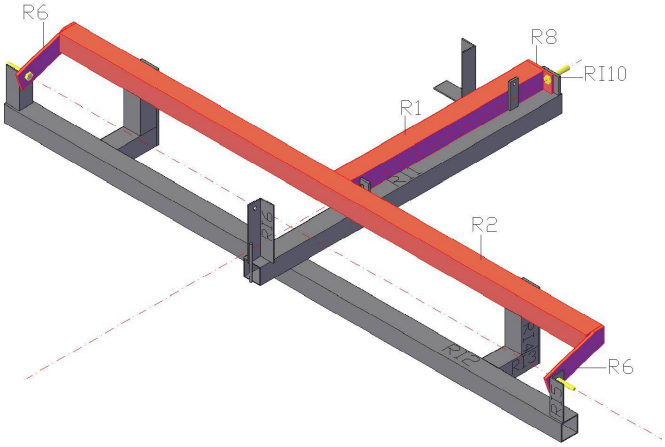
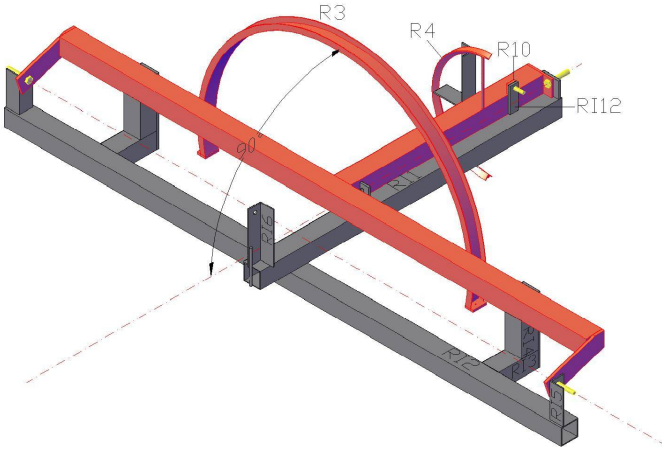

Fig. 9: Assemblage du Support Tournant (étapes 1-3)
Fig. 10: Assemblage du Support Tournant (étapes 4-6)
2. Placer R8, R9, R10, R6s à leur position correspondante sur le gabarit (voir Fig.9 et Fig.10) et les fixer avec les boulons M10 / M8 . **Il doit y avoir un espace de 8mm entre R1 et RI11.** Cet espace permettra une soudure.
5. Faire quatre solides points de soudure entre R2 et R1. Souder R3 perpendiculairement à l'axe de rotation. Le centre de courbure de R3 doit être sur l'axe de rotation. Voir Fig. 10